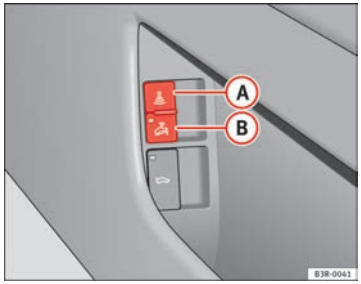

Fig. 79 Interior monitoring switch
– Open the door and pull out the switch (A) (with the symbol) to one side of the storage compartment, in the driver door ⇒ Fig. 79.
– Open the door and pull out switch (B) (with the symbol) to one side of the storage compartment, in the driver door ⇒ Fig. 79.